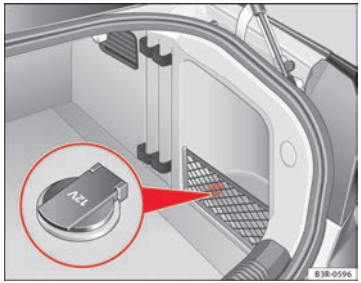

Abb. 123 Ausschnitt aus Seitenverkleidung des Gepäckraums: 12 Volt Steckdose
– Die Abdeckkappe der Steckdose anheben ⇒ Abb. 123.